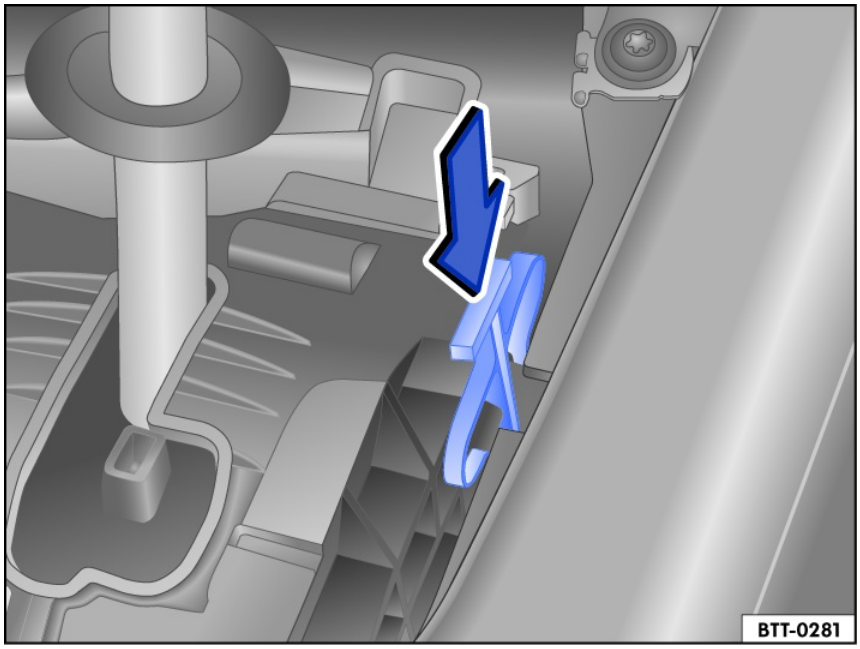

Fig. 94 Manually release the selector lever lock.
1. Push the release lever in the direction of the arrow and hold it in this position *fig. 94*.